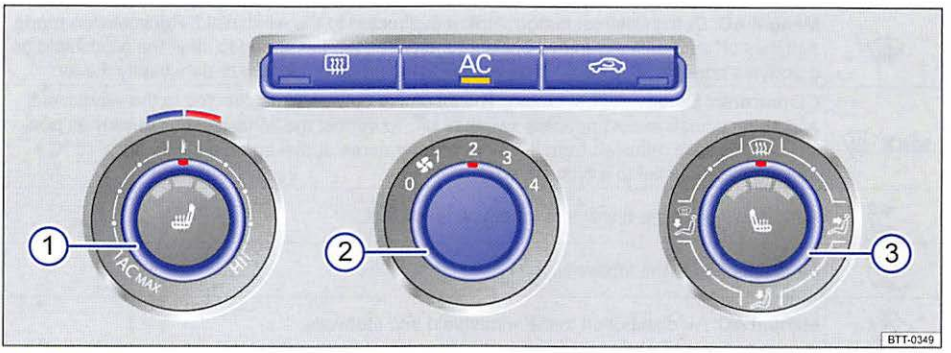
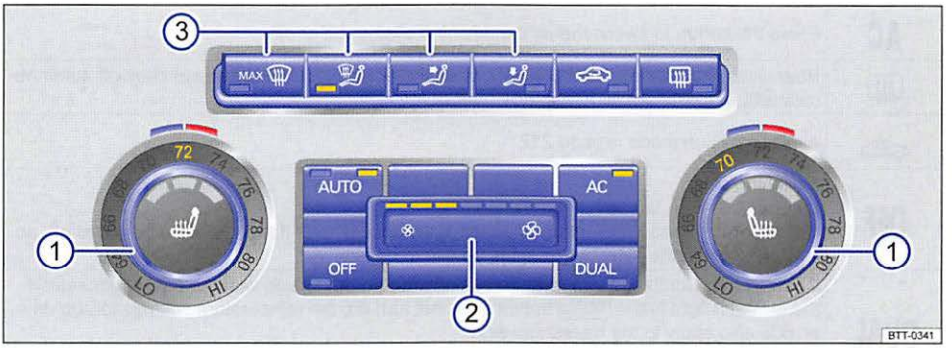

Fig. 121 In the center console: Manual AC controls.
Fig. 122 In the center console: Climatronic controls.
Buttons, knobs	More information: Manual AC ⇒ fig. 121, and Climatronic ⇒ fig. 122,
① Temperature ■ ... ■	Temperature. **Manual AC**: Turn knob to set the desired temperature. The **AC MAX** position provides maximum cooling output. Recirculation mode and the cooling system switch on automatically. **Climatronic**: Left and right sides of the vehicle can be set to different temperatures. Turn the knob to set the temperature. The temperature is displayed on the outer ring.
② 0 ...	Fan. **Manual AC**: Setting 0: the fan and manual AC are switched off, Setting 4: highest fan speed. **Climatronic**: The fan speed is automatically controlled. The fan can also be adjusted manually.
③	Air distribution. **Manual AC**: Direct airflow by turning knob to any setting (continuously adjustable). **Climatronic**: Air flow is automatically adjusted to a comfortable level. It can also be manually adjusted with buttons ⇒ fig. 122 ③.